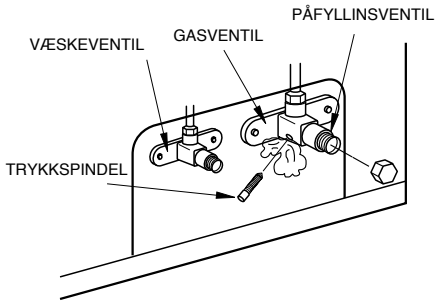

Fig. 16
7. Åpne både gassventilen og væskeventilen helt (fig. 16).